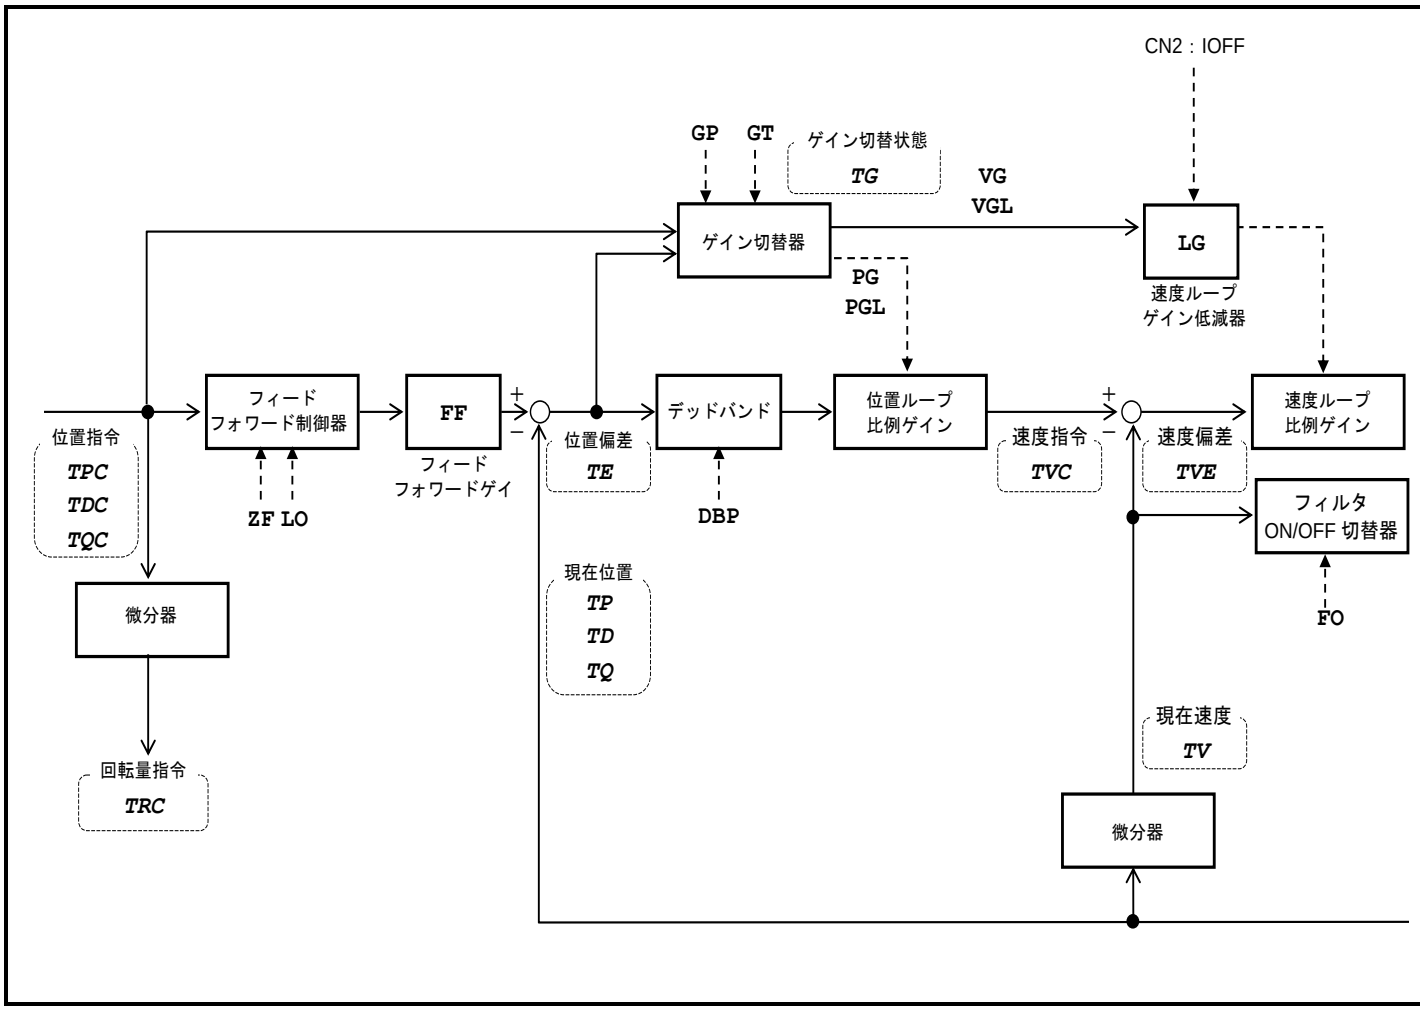

図 8-11：サーボブロック図
- ドライブユニット EDD 型のサーボブロック図を「図 8-11：サーボブロック図」に示します.